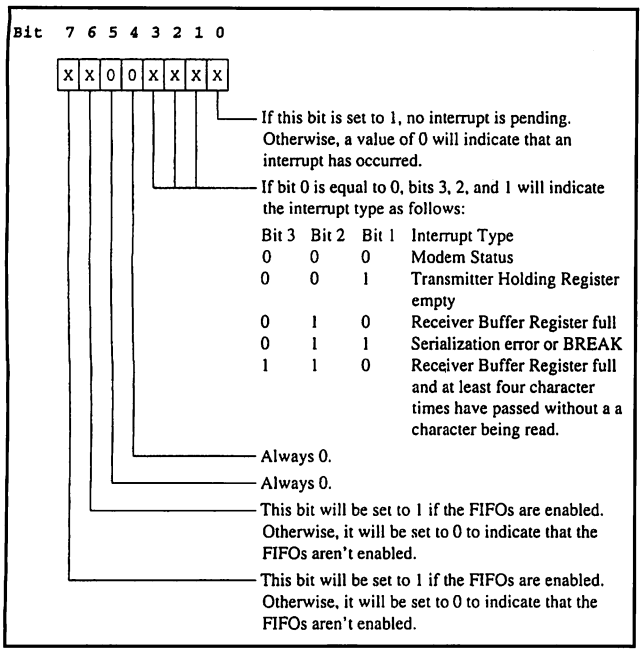
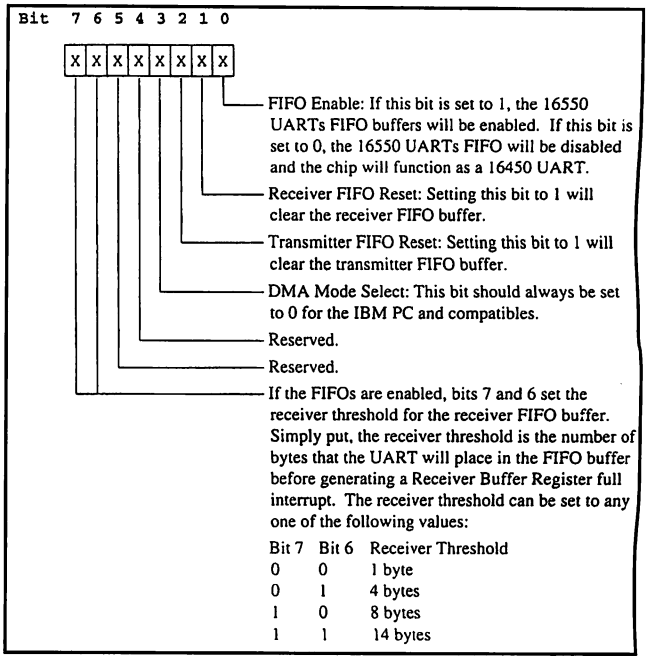

Fig. 6. Interrupt-Identification Register for 16550.
Fig. 7. FIFO Control Register.
• ***Interrupt-Identification Register.*** This register is located at 0x3FA and is used to determine what interrupt has occurred. The 8250 version of this register is shown in Fig. 5. Note the ability of this register to enable or disable the FIFOs (first-in, first-out) for the 16550 in Fig. 6. In the 8250, this is a read-only register. In the 16550, you can also write to this register to set FIFO operation. When writing to this register, use address 0x3FA. When used for setting FIFO operation, this register is called the FIFO Control Register, or FCR. The FCR is depicted in Fig. 7.